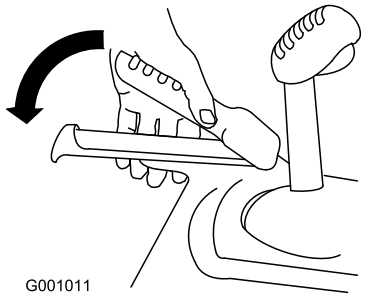

Figur 27
1. Pressa ned det vänstra (drivnings)reglaget till handtaget, för att koppla in hjuldrivningen (Figur 27).